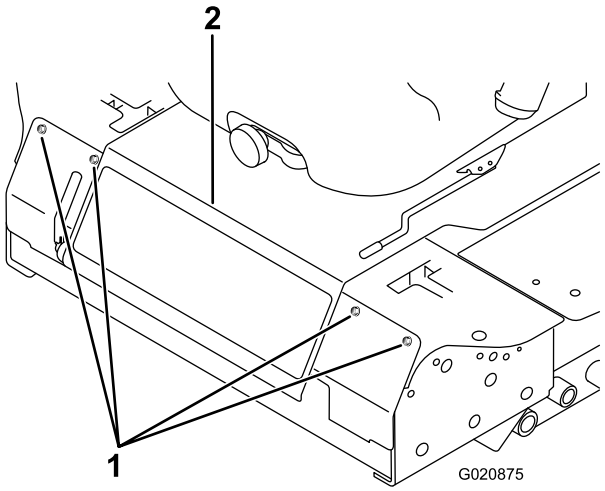

**Figur 55**
3. Lossa bultarna som fäster den främre panelen och ta bort den (Figur 55).